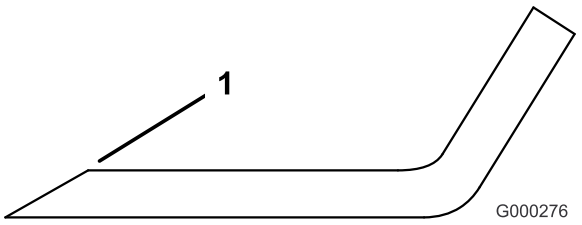

Figur 67
1. Slib skæret i begge ender af skærekniven (Figur 67). Bevar den oprindelige vinkel. Skærekniven bevarer balancen, hvis der fjernes den samme mængde materiale på begge skærekanter.